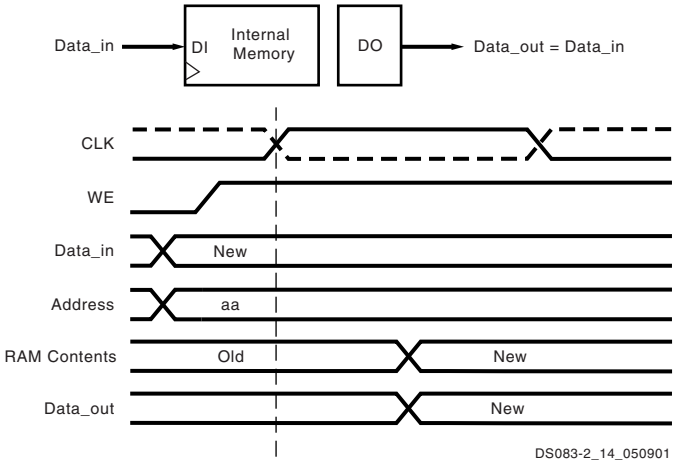

*Figure 49:* **WRITE_FIRST Mode**
The WRITE_FIRST option is a transparent mode. The same clock edge that writes the data input (DI) into the memory also transfers DI into the output registers DO, as shown in Figure 49.